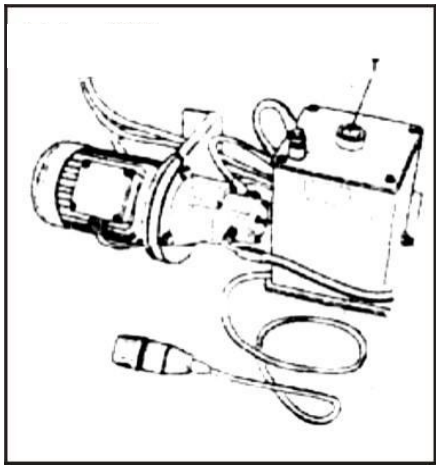

Рис.24
4. Периодически проверяйте уровень масла внутри гидропривода при необходимости долейте. Проверку необходимо проводить когда штоки гидроцилиндров всех приводов полностью закрыты. (рис. 24). Рекомендуется использовать минеральное гидравлическое масло для гидравлических систем ESSO : Nuto H 46; SHELL : Tellus oil 46; TOTAL : Azolla 46 или аналог